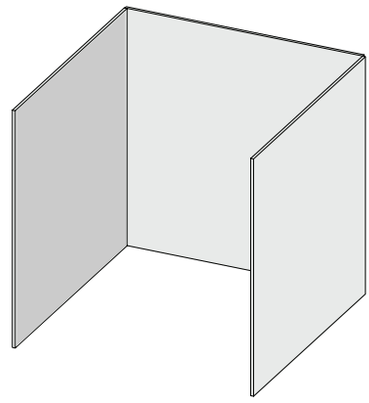

Fig. 1
- Un appareil est considéré comme étant en plein air s'il est installé avec un abri comportant des murs sur trois côtés, mais sans couverture au-dessus. **(Fig 1)**